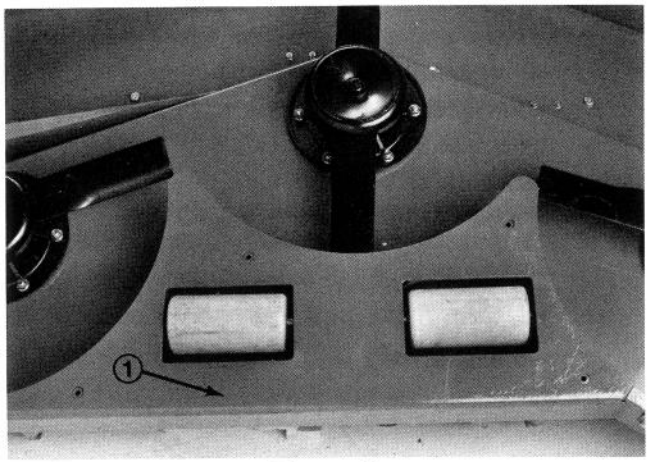

Figure 9
6. Using deflector as a template, mark and drill (3) 11/32" dia. holes thru deck.
7. Secure deflector to deck with (3) 5/16 – 18 x 5/8" lg. capscrews and 5/16 – 18 locknuts.
9. Using existing holes, mount rear shelf to deck with (4) 3/8 – 16 x 1" lg. capscrews and 3/8 lockwashers (Fig. 9).